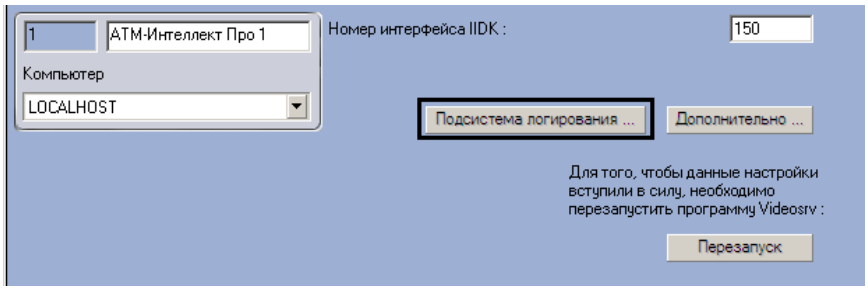

Рис. 5.3—1 Переход к настройке подсистемы логирования
1. Перейти на панель настройки объекта **АТМ-Интеллект Про** (Рис. 5.3—1).
2. Нажать на кнопку **Подсистема логирования…** (см. Рис. 5.3—1).